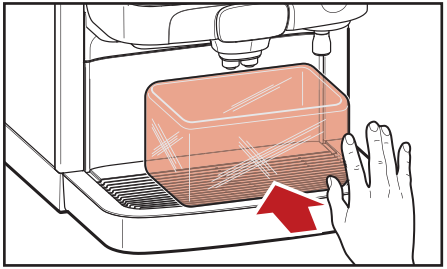

Fig. 5.5 - Puneți recipientul
7. Puneți un recipient sub duzele pentru băuturi și pentru apă fierbinte (fig. 5.5)